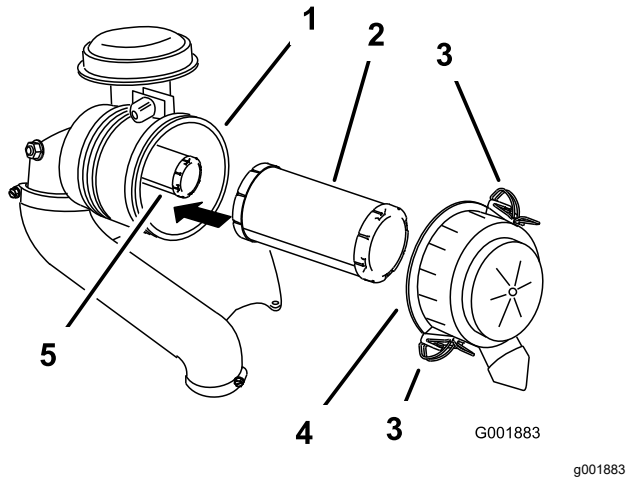

Figur 40
3. Lossa spärrhakarna på luftrenaren och dra av luftrenarkåpan från luftrenarhuset (Figur 40).
5. Dra försiktigt ut huvudfiltret ur luftrenarhuset (Figur 40).
2. Om du byter ut det inre filtret ska du försiktigt skjuta in det i filterhuset (Figur 40).
3. Skjut försiktigt in huvudfiltret över säkerhetsfiltret (Figur 40).
4. Sätt tillbaka luftrenarkåpan och säkra spärrhakarna (Figur 40).